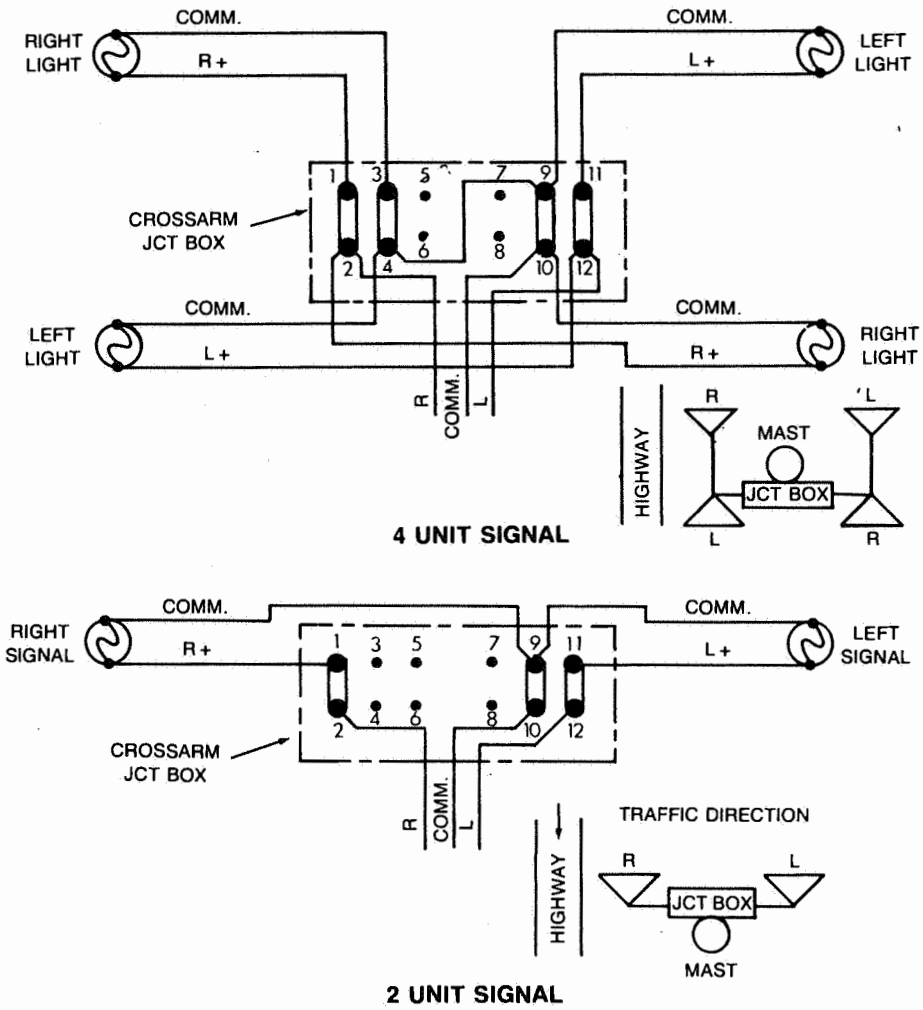

Figure 4. Wiring Diagrams
(6) Attach fish lead to lamp pigtail and pull through pigtail to junction box.
(7) Attach elbow/signal unit subassembly to appropriate extension arm, making certain that round weather seal gasket is in place.
(8) Appropriately attach pigtail leads to terminal block. (See wiring diagram, Figure 4).
(9) If crossarm end plates have been removed to aid in wiring, now make sure that they are securely replaced.
(10) Now proceed to align the signal units. Refer to Service Manual 5893 for the HC-100 signal unit alignment procedure or Service Manual 6047 for the HC-120 signal unit alignment procedure, whichever is appropriate.
(11) Torque on 3/8" U-bolt nuts of the crossarm elbows should be 15-20 ft./lbs. Torque on 3/8" bolt which hold junction box door should be 8-13 ft./lbs.
(12) Assemble background and hood to each signal unit. Torque #10-32 screws which hold background and hood in place to 1-2 foot/lbs.